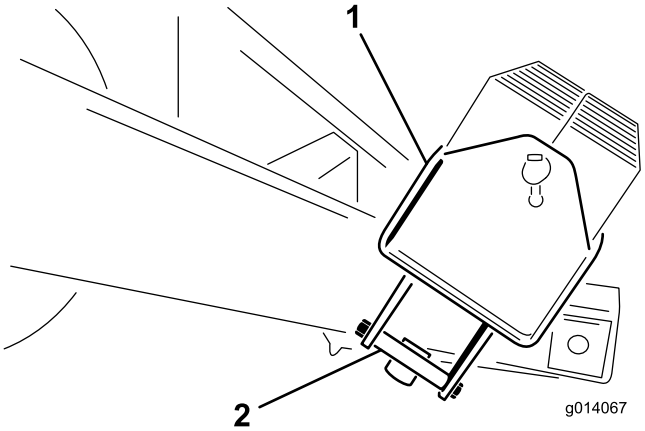

**Figur 5**
2. Avlägsna ½ x 5½-tumsbultarna från monteringsfästet som håller viktlådan. Kassera monteringsfästena (Figur 5).